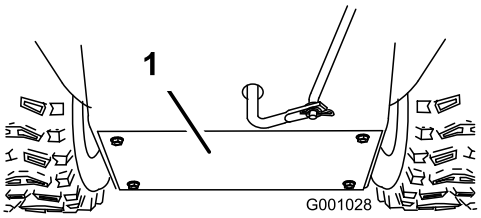

Bild 50
3. Entfernen Sie die hintere Abdeckung (Bild 50).